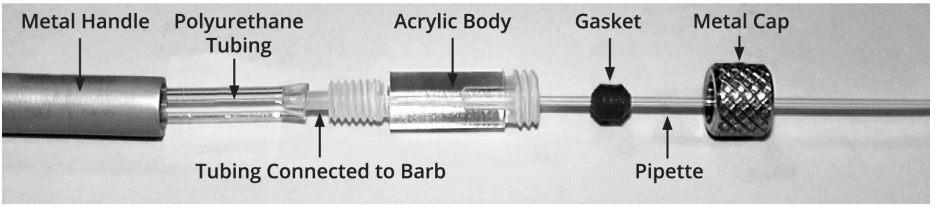

Fig. 8—Micropipette Holder Assemblies
Two sets of micropipette holder assemblies are provided in the PicoNozzle Kit (WPI #**5430-ALL**). For fire polishing, coating and pressure forging, one holder should be assembled **without** the metal handle. For pipette tip diameter calibration and microinjection, the other holder should be assembled **with** the metal handle (Fig. 8).
4. Connect the polyurethane tubing to the air output line on the back of the Control Unit (Fig. 5). The other end of the polyurethane tubing must be connected to the barb of the acrylic body (Fig. 8). Be careful that the barb does not break when attaching or removing the tubing.